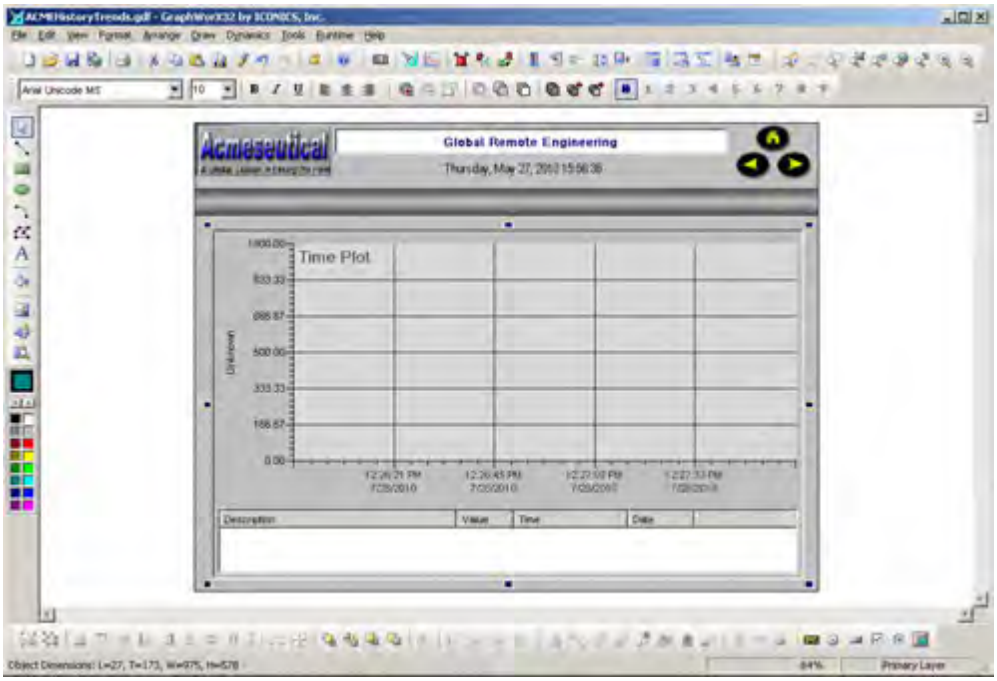

Figure L11.1 - Trend Viewer inside the Display
4. Resize the Trend Viewer ActiveX control so that it fills up most of the display, as depicted in Figure L11.1.